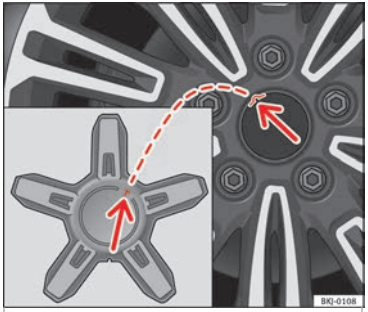

Fig. 79 Fitting the central wheel trim.
- Fit the central wheel trim onto the rim, fitting the protrusion on the trim into the recess in the rim ››› Fig. 79 (arrows).